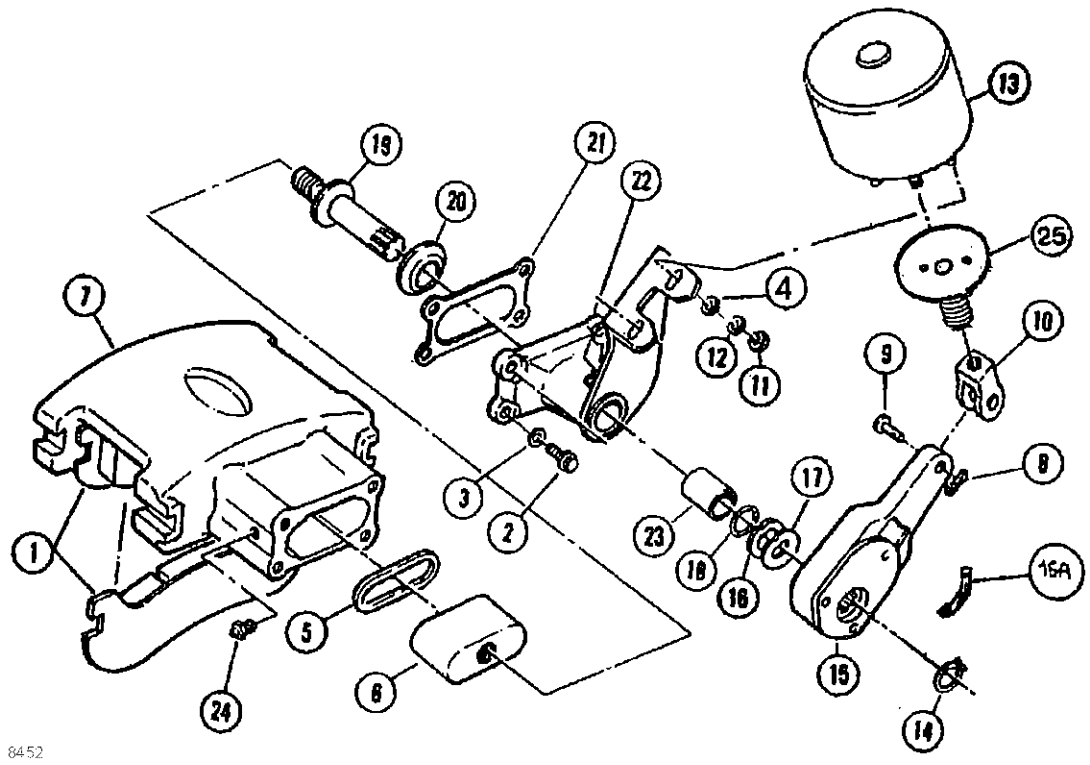

FIGURA 8-7
A série de conjuntos de cabeça do freio abordada por este manual consiste em um cáliper (7) (Figura 8-7), um ajustador manual ou automático de folga (15), e um atuador hidráulico de mola (13).